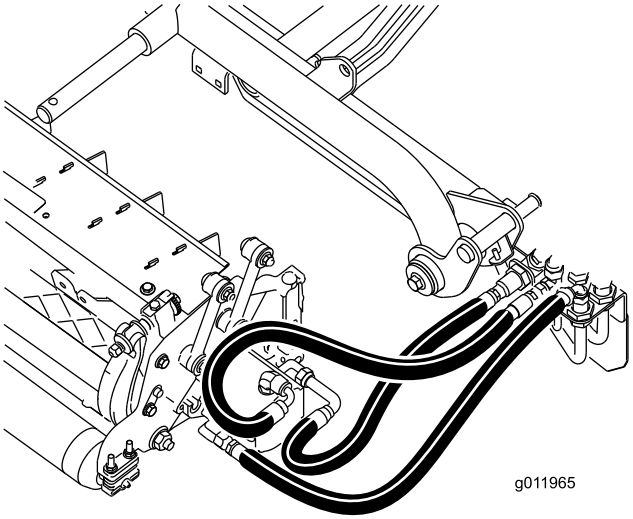

**Figur 21**
**Viktig: Kontroller at slangene ikke er vridd eller har skarpe svinger og at de bakre klippeenhetsslangene er lagt som vist i (Figur 21). Hev klippeenhetene og beveg dem mot venstre (modell 03170). Slangene til den bakre klippeenheten må ikke komme i kontakt med trekkabelbraketten. Omstill fester og/eller slanger, hvis nødvendig.**